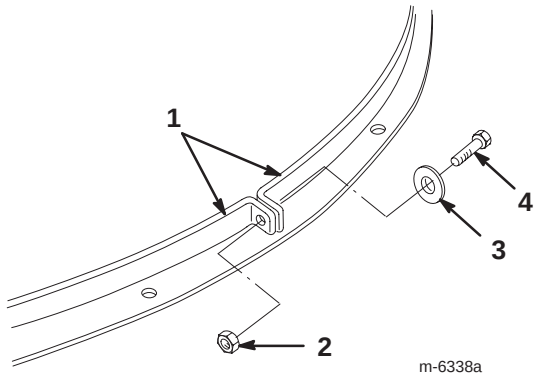

Figure 15
10. Retirez le boulon, la rondelle et l'écrou qui rapprochent les extrémités des 2 bandes (Fig. 15).
14. Rapprochez les extrémités des 2 bandes qui entourent l'obturateur Recycler, comme illustré à la Figure 15.
9. Retirez le boulon, la rondelle et l'écrou qui rapprochent les extrémités des 2 bandes (Fig. 15).
15. Rapprochez les extrémités des 2 bandes qui entourent l’éjecteur, comme illustré à la Figure 15.
16. Alignez les trous à l’extrémité des bandes et fixez les deux bandes ensemble à l’aide du boulon, de la rondelle et de l’écrou retirés précédemment (Fig. 15).